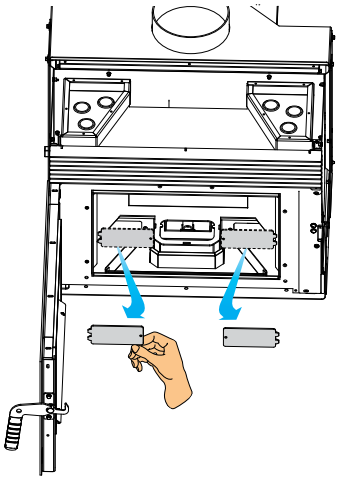

Afb. 7.18
E) De afdekplaatjes van de rookcollector verwijderen (Afb. 7.18)